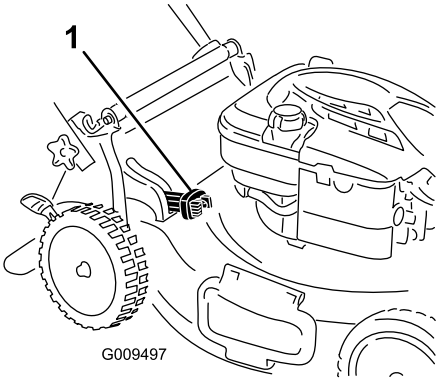

Figur 16
- Om du vill samla upp gräs- och lövklipp trycker du på knappen på uppsamlingspåsens snabbutlösarspak och för spaken framåt till dess att knappen på spaken hoppar upp (Figur 16).